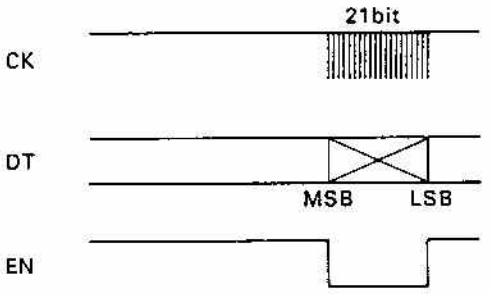

Fig. 7 Timing chart for PLL data transfer
PLL data is available from P72 (CK), P73 (DT), and P71 (EN) of the CPU (IC204). Figure 7 is a timing chart for PLL data transfer, and Figure 8 shows the format of PLL data.